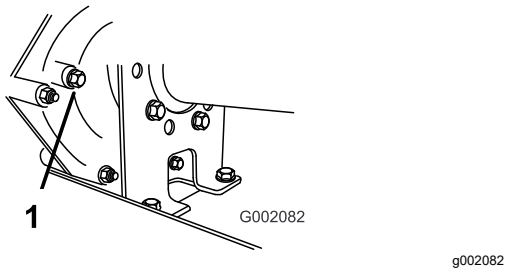

Figur 49
2. Fjern bolten fra nivåindikatorhullet (Figur 49).